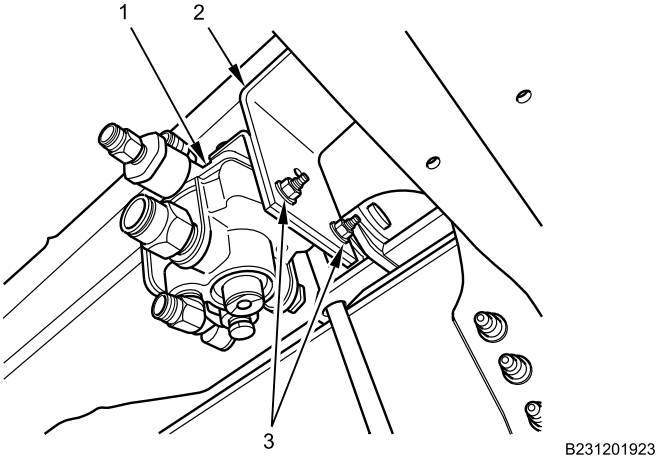

Figure 3. Air Brake Relay Valve Mounting.
1. Install air brake relay valve (Figure 3, Item 1) on air brake valve mounting bracket (Figure 3, Item 2) with two bolts and nuts (Figure 3, Item 3) and tighten securely.